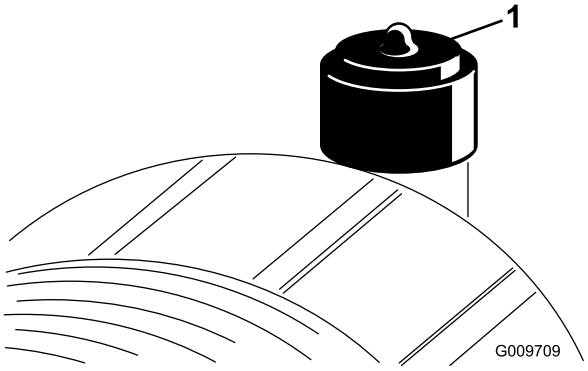

Figuur 47
- Vervang het luchtfilter als de luchtfilter-indicator (Figuur 47) rood is. Maak het luchtfilter niet overbodig schoon.
3. Reset de luchtfilter-indicator als deze rood aangeeft; zie Figuur 47 in Controleer de luchtfilter-indicator (bladz. 41).